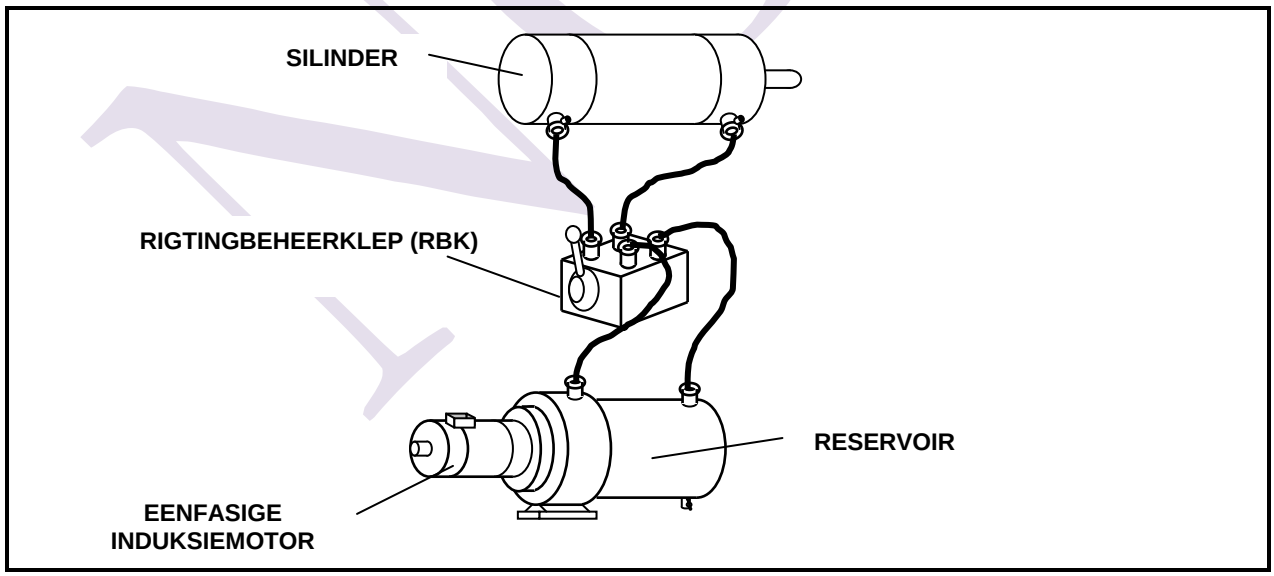

FIGUUR 2
In FIGUUR 2 toon 'n vereenvoudigde hidrouliese stelsel, wat met die hand werk en in 'n motorhyser gebruik word.
3.1 Bespreek die krag ('power') van die silinder in FIGUUR 2. (2)
3.2 Wat is die doel van die rigtingbeheerklep (RBK) met betrekking tot die beheer van die silinder in FIGUUR 2? (2)
3.3 Wat is die funksie van die elektriese motor en die reservoir met betrekking tot die hidrouliese kragvoereenheid wat in FIGUUR 2 getoon word? (2)